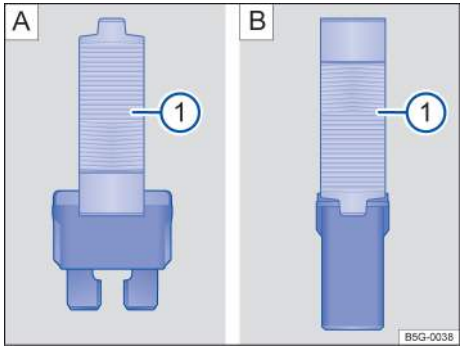

Fig. 159 Removing or installing a blade fuse with the plastic tweezers: A: Blade fuse. B: JCASE® fuse.
— Depending on the type of fuse, slide the tweezers → fig. 159 A (1) or → fig. 159 B (1) onto the fuse from the side.